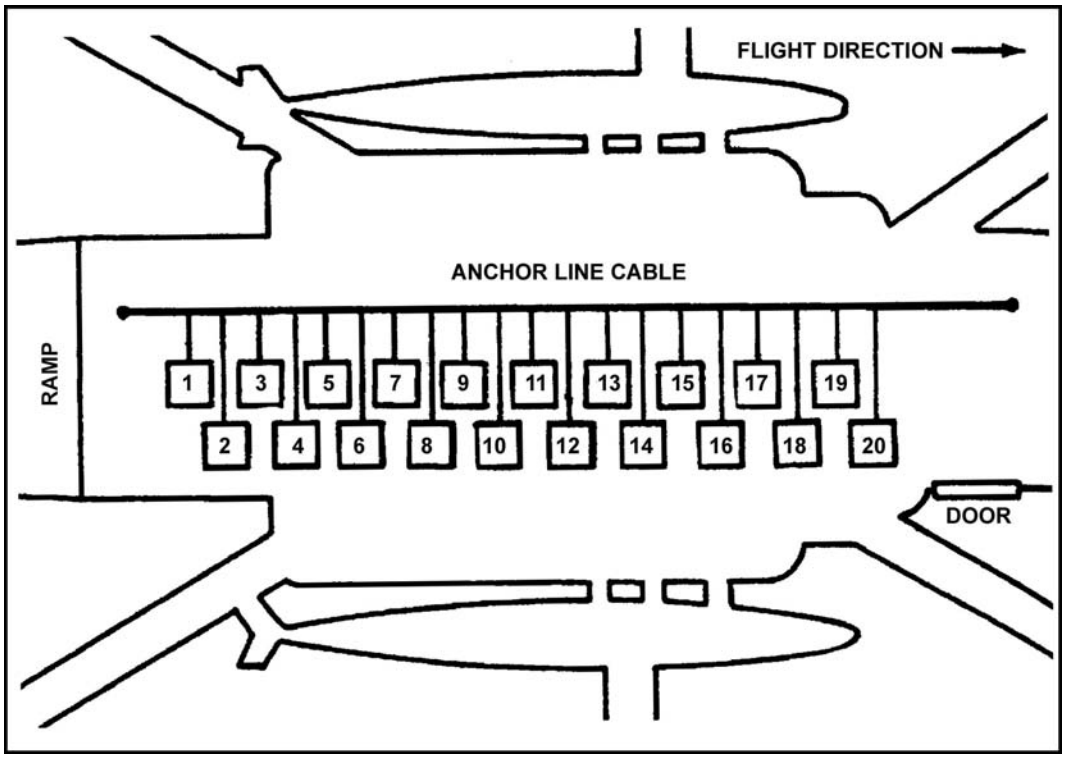

Figure 18-4. CH-53 static line routing.
(3) *PORT SIDE PERSONNEL, HOOK UP*. Odd-numbered parachutists kneel and hook up (with the open portion of the static line snap hook facing inboard) and return to the standing position (Figure 18-4).